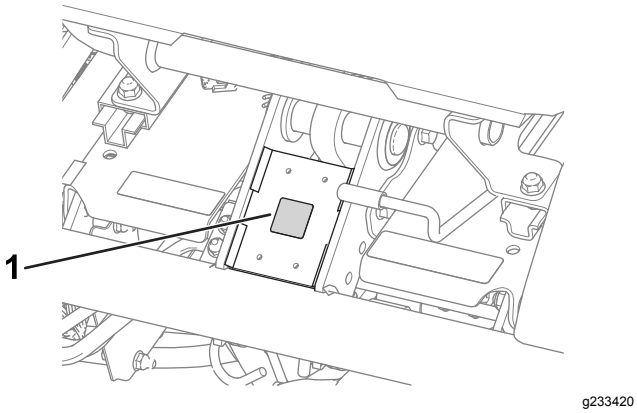

Figur 11
- Sæt CE-mærkatet på rammen under sædets forside (Figur 11).